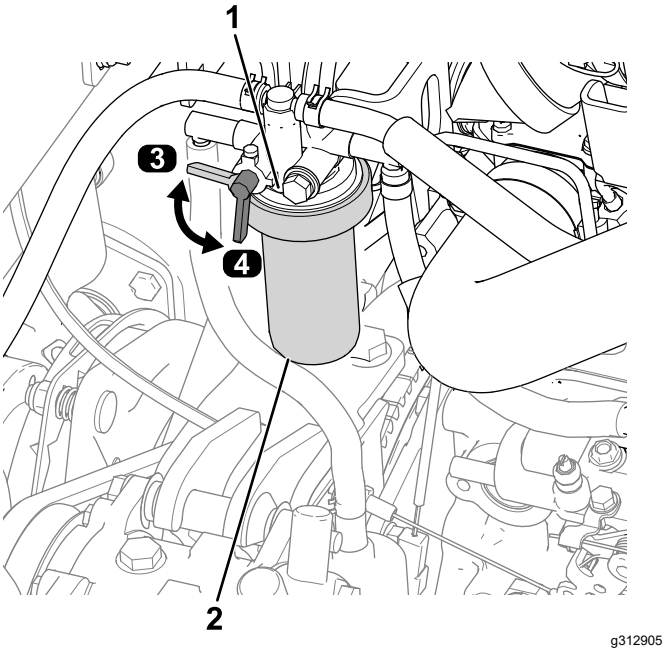

Figuur 57
1. Draai de hendel van de brandstofklep naar de stand UIT (Figuur 57).
2. Maak de omgeving van de kop van het brandstoffilter schoon (Figuur 57).
3. Verwijder het filter en reinig het filterkopplaatsingsoppervlak (Figuur 57).
6. Draai de hendel van de brandstofklep naar de stand AAN (Figuur 57).